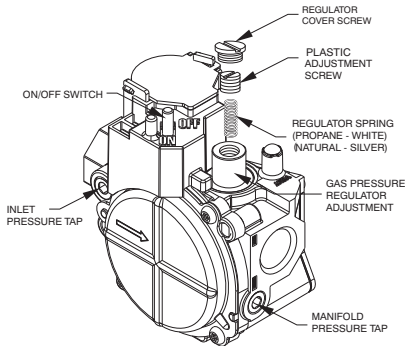

Fig. 13 - Single-Stage Gas Valve
1. Remove regulator cover screw over plastic adjustment screw on gas valve (See Fig. 13).
2. Turn plastic adjustment screw clockwise to increase gas input, or turn plastic adjustment screw counterclockwise to decrease input (See Fig. 13). Manifold pressure must be between 3.2 and 3.8 IN. W.C.
3. Replace regulator cover screw on gas valve (See Fig. 13).